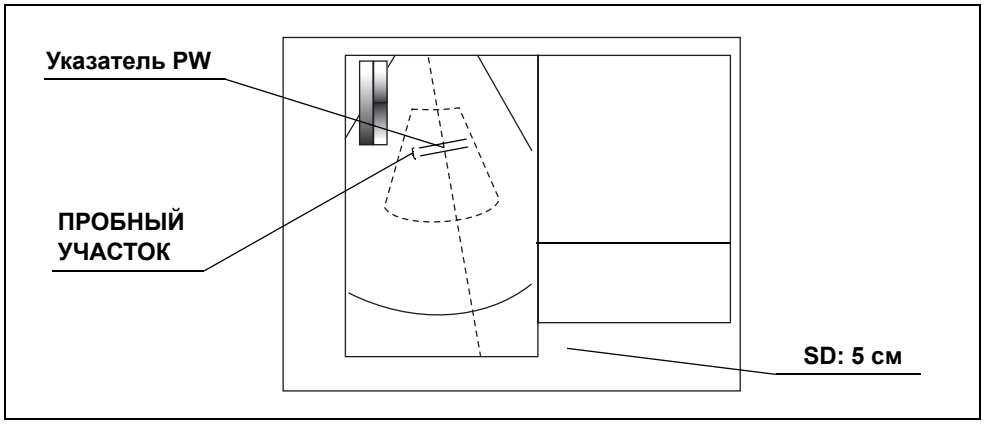

рисунок 7.119
- В окне исследования отображается значение глубины расположения пробного участка (SD). (см. рис. 7.119)